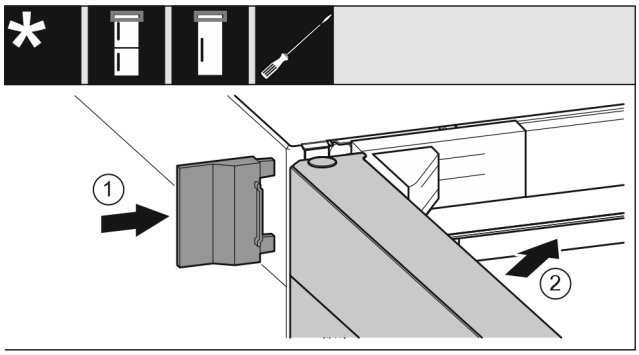

*Fig. 22*
▶ Vnější kryt *Fig. 22 (1)* nasuňte.
▶ Zavřete horní dveře *Fig. 22 (2)*.